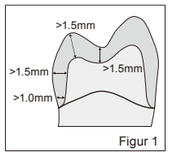

Figur 1
- Veggenes tykkelse skal minst være 1.5 mm, 1.0 mm ved preparasjonsgrensene. Preparasjonen skal enten utføres som en dyp chamfer eller som en rund skulderpreparasjon. (Figur 1)